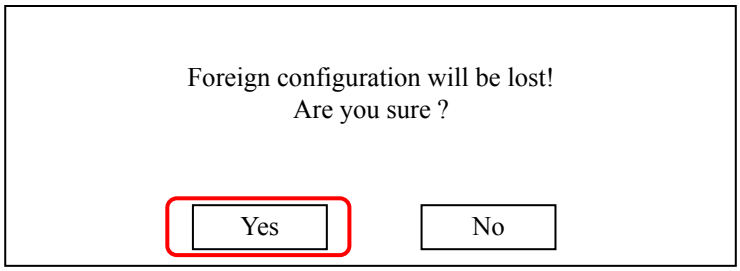

Figure B.2.6.2-2B Foreign Config Clear Execution window
(3) The virtual disk setting window 1 is displayed as shown in Figure B.2.6.2-3.